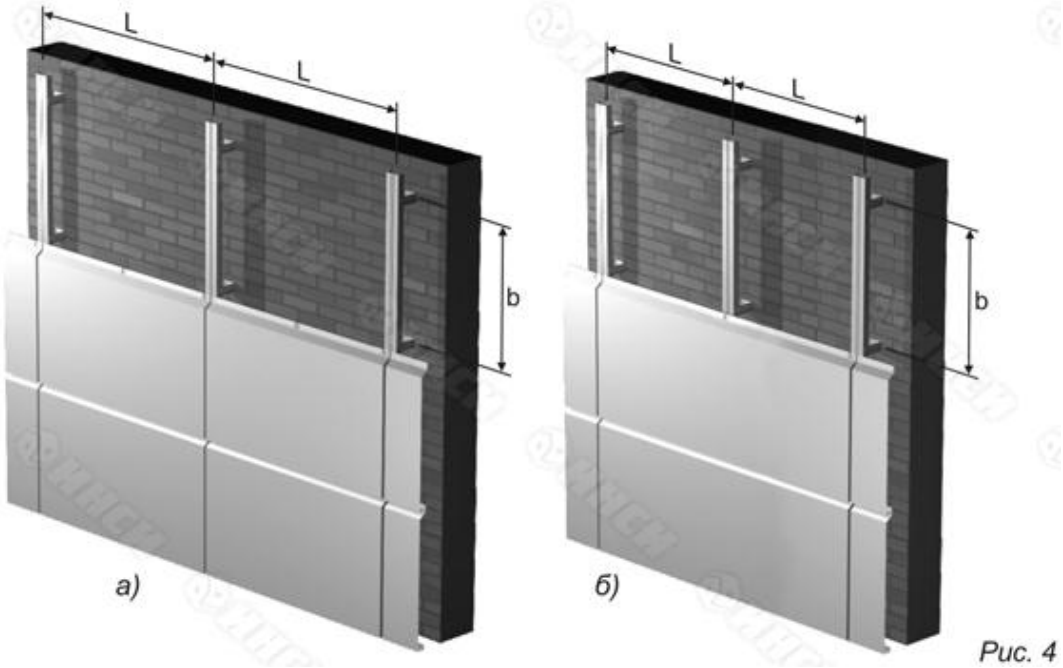

Рис. 4
Одноуровневая выравнивающая система выполняется из вертикальных профилей ПП 60х27 (0,7 мм и 1,0 мм), закрепленных на кронштейнах КВП-200 ... 250. Направляющие профили устанавливаются в соответствии со схемой раскладки кассет в местах вертикальных швов. Шаг направляющих соответствует размеру кассет при длине кассеты до 800 мм (рис. 4а). При использовании кассет большей длины устанавливаются дополнительные направляющие с шагом не более 600 мм. Преимуществом подобной системы является уменьшенный расход материала для выравнивающей системы, недостатком - повышенная трудоёмкость при монтаже элементов выравнивающей системы.
5.1. Одноуровневая выравнивающая система (рис.4)